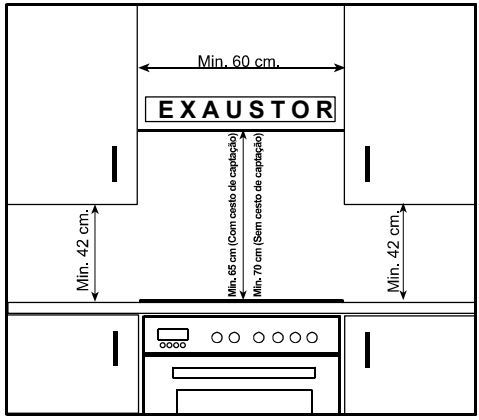

Figura 1
- As mudanças necessárias nas portas dos armários e os exaustores situados acima do produto encastrável combinado bem como as alturas mínimas a partir do fogão estão indicadas na Figura 1.